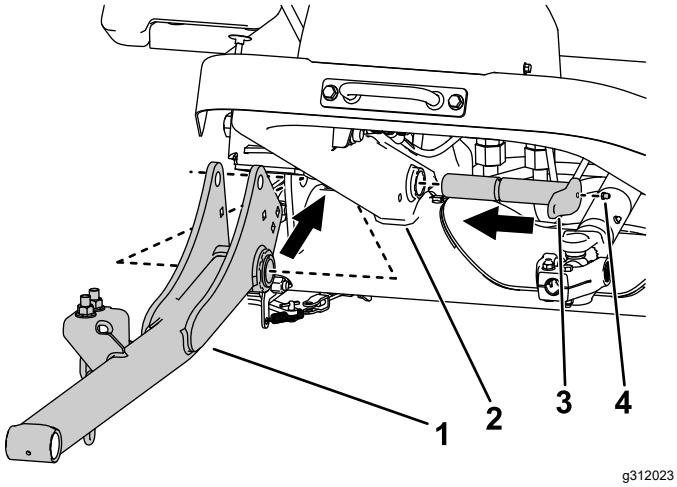

Figura 6
2. Utilice 2 pasadores grandes para instalar los brazos de elevación en el bastidor de la máquina (Figura 6).
3. Instale los engrasadores en los pasadores grandes (Figura 6).